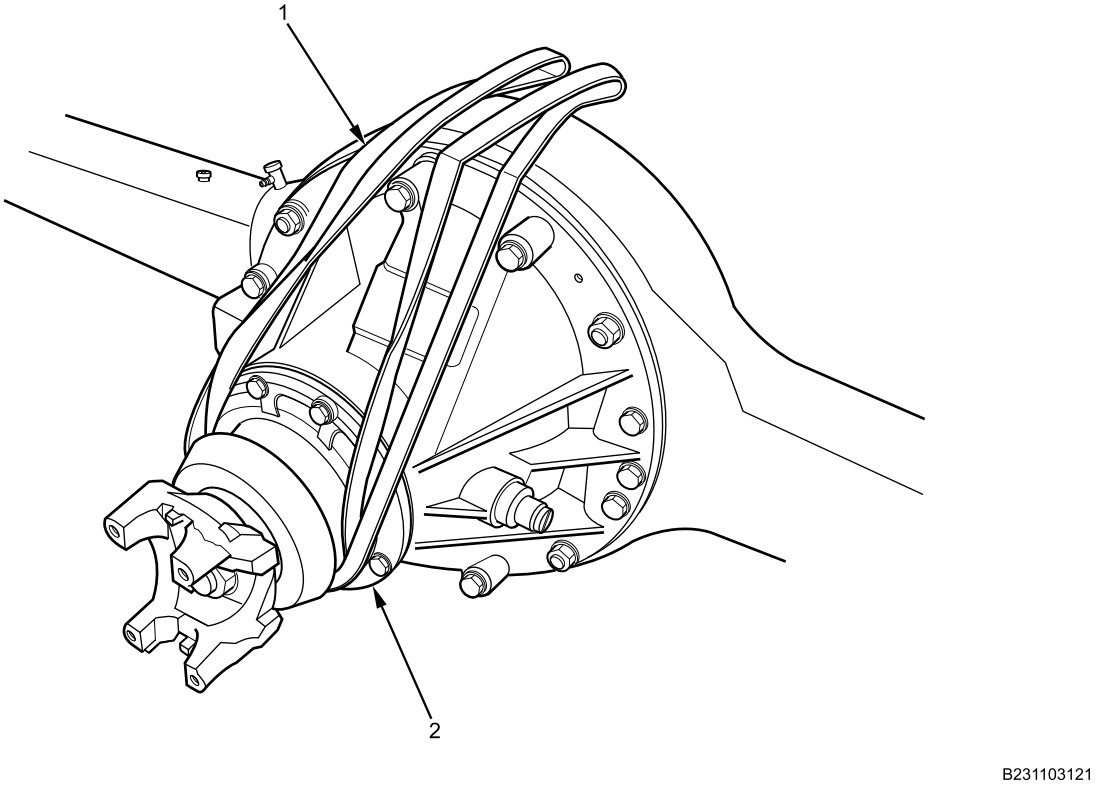

Figure 20. Strap.
5. Position strap (Figure 20, Item 1) around rear yoke (Figure 20, Item 2) as shown.